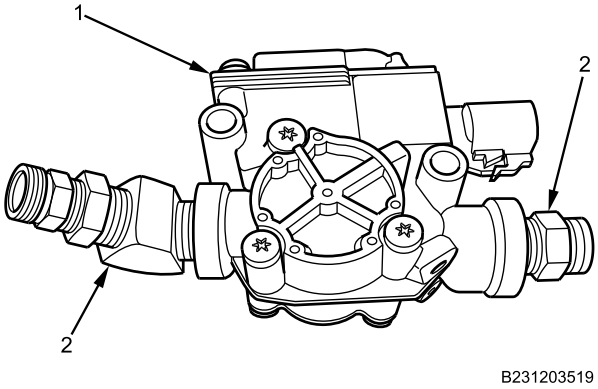

Figure 5. ABS Modulator Air Line Fittings.
1. Apply thread sealing tape to threads on two fittings (Figure 5, Item 2).
2. Install air line fittings (Figure 5, Item 2) on ABS modulator valve (Figure 5, Item 1). Tighten fittings securely.